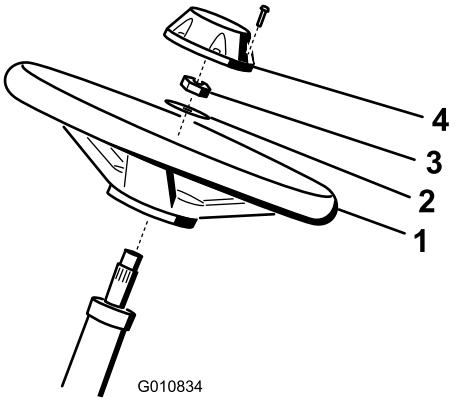

Figur 3
1. Trä på ratten på styraxeln (Figur 3).
2. Trä på brickan på styraxeln (Figur 3).
3. Fäst ratten på axeln med en kontramutter och dra åt den till 27–35 N·m (Figur 3).
4. Montera kåpan på ratten och fäst den med en skruv (Figur 3).